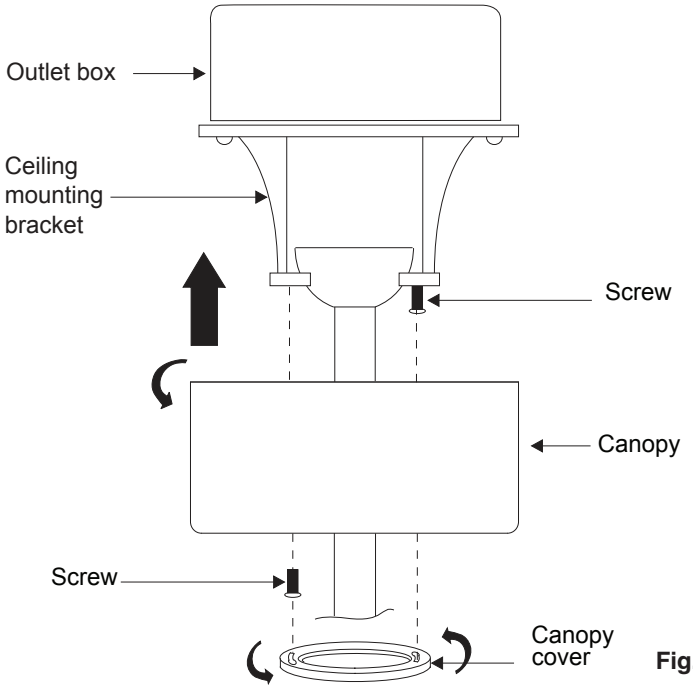

Fig. 14
Step 2. Slide the canopy up to the mounting bracket and place one of the key hole slots over the mounting screw on the mounting bracket. Rotate the canopy until the screw head locks in place at the narrow section of the key hole. (Fig.14)